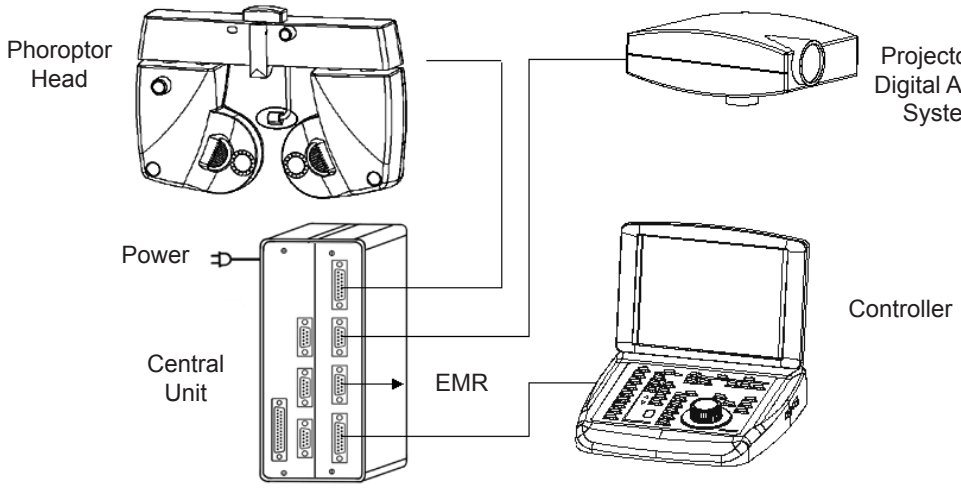

Figure SU-10, Connection Diagram
5. Connect the Projector or other compatible instrument to the Central Unit using the cables provided and connect it to the Projector port. Refer to Figure SU-10.
9. Refer to the Connection Diagram in Figure SU-10 for plug and cable layout.